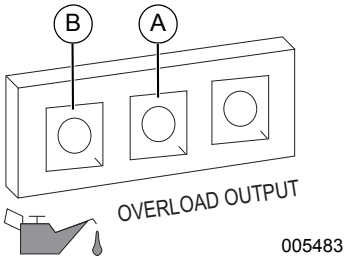

Figure 3-3.Shutdown Fault
IMPORTANT NOTE: Do not overload generator or individual panel receptacles. See *Figure 3-3*. If an overload occurs, the overload LED (A) will illuminate and AC output ceases. To correct, see *Generator Status Lights*. Read *Know Generator Limits* carefully.
The engine is equipped with a low oil level sensor that shuts down the engine automatically when the oil level drops below a specified level to prevent engine damage. See *Figure 3-3* (B). The engine will not run until the oil has been filled to the proper level.